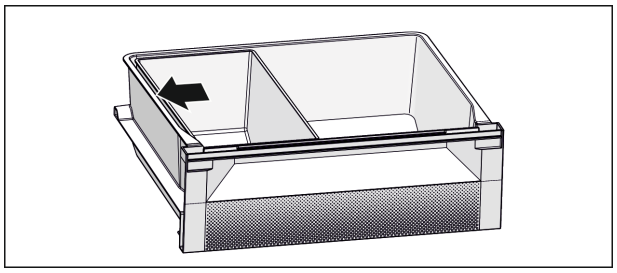

Fig. 7
▶ Pentru o funcție optimă de răcire: Poziționați separatorul Fish & Seafood conform figurii (vezi Fig. 7) .